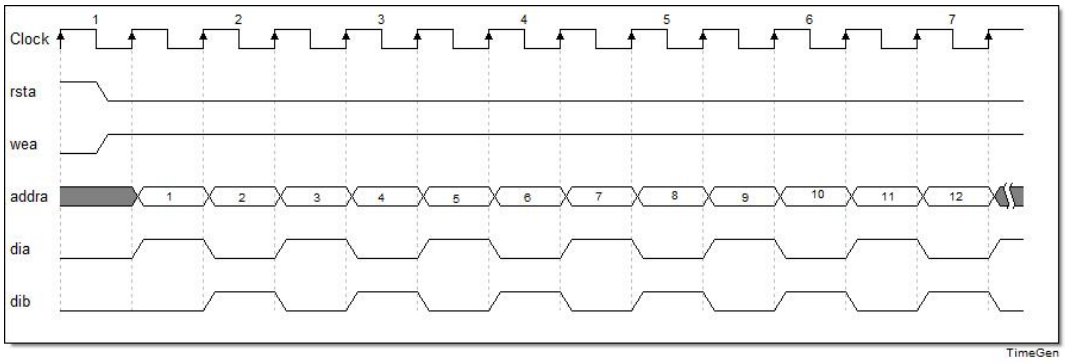

图 4-1 单口模式时序参考图
1. 单口模式(Single Port RAM)时序图，图 4-1 为根据上述单口模式配置的时序参考图。